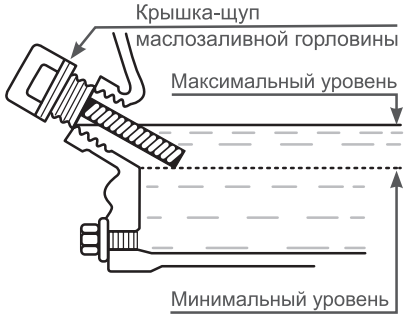

Рис. 9 Проверка уровня масла в картере
Максимальный уровень масла в картере соответствует нижней кромке заливного отверстия (Рис. 9).
При недостаточном уровне масла в картере необходимо долить чистое масло до верхней отметки на щупе, что соответствует нижней кромке заливного отверстия (Рис. 9).
3. Залейте бензин в топливный бак при помощи специальной емкости или воронки до уровня, показанного на Рис. 9.